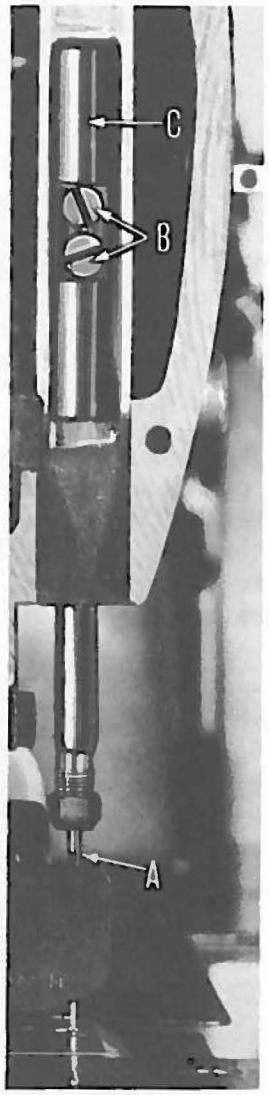

Fig. 7
The height of the needle (A, Fig. 7) is correct when the top of its eye is 1/64 inch below the underside of the looper, with the looper point flush with the left side of the needle and the needle is ascending on the left side. If adjustment is necessary, loosen screws (B) and move needle bar (C) up or down as required and retighten screws.